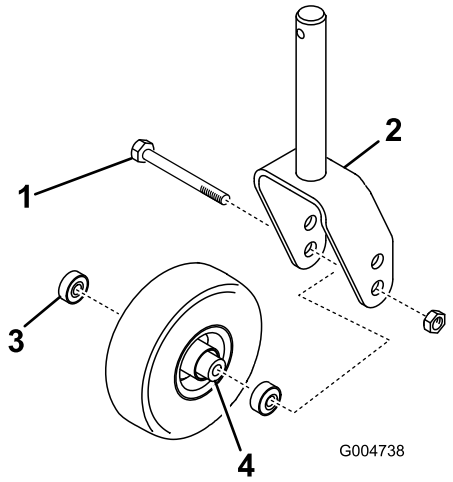
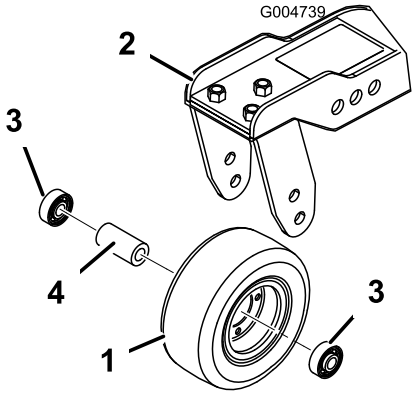

Figur 81
Figur 82
1. Lossa låsmuttern från bulten som fäster svänghjulet mellan hjulgaffeln (Figur 81) eller svänghjulsarmen (Figur 82). Ta tag i svänghjulet och skjut ut bulten ur gaffeln eller svängarmen.
2. Ta bort lagret från hjulnavet och låt lagerdistansbrickan falla ut (Figur 81 och Figur 82). Ta bort lagret från hjulnavets motsatta sida.